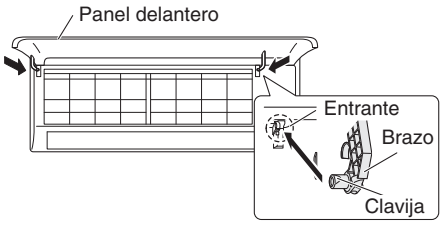

Fig. 3-17
(1) Mientras alinea el borde superior de la rejilla con el bastidor, desplace la rejilla en el plano horizontal e inserte la parte superior e inferior en el bastidor.
(2) Presione la rejilla firmemente con la mano para asegurarse de que no haya ningún espacio entre el bastidor y la rejilla.
(3) Apriete los seis tornillos. Y fije en su sitio las cubiertas que ha retirado.
(4) Agarre las secciones que se encuentran cerca de los brazos del panel delantero de ambos lados, y sostenga el panel delantero de forma que esté casi en horizontal. Empuje los ejes del brazo hacia el exterior hasta que entren en contacto con la parte superior de las muescas que se encuentran en los laterales izquierdo y derecho del acondicionador de aire. A continuación, empuje con firmeza hasta que los ejes del brazo encajen en su sitio. (Fig. 3-17)